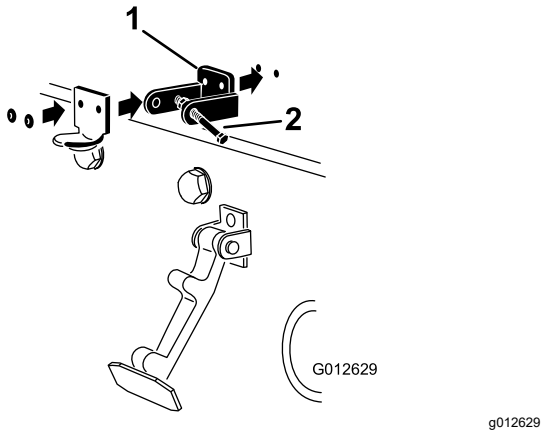

Figuur 6
6. Bevestig de beugels en de ringen met de popnagels aan de motorkap (Figuur 6).